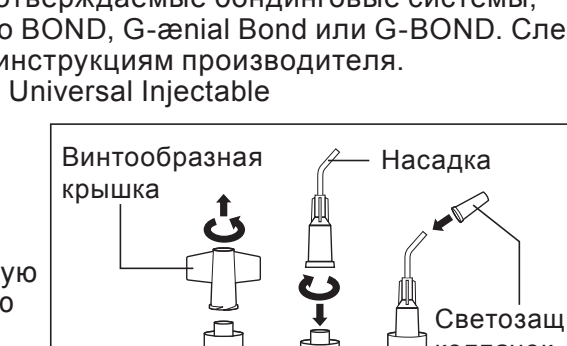

Рис.1
1. Держа шприц вертикально, удалите плоскую винтообразную крышечку, поворачивая ее против часовой стрелки (Рис. 1).